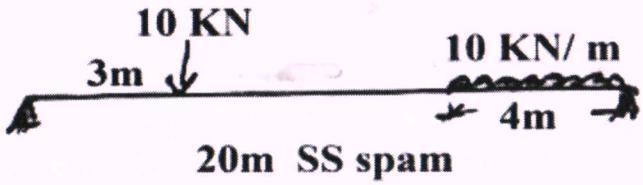

Fig . 5
Q.5 Sketch the influence line diagram for (a) Reactions at Support A, & (b) Influence Lines for BM at mid span, for a 20 m simply supported span. Using these two Influence Line Diagrams, calculate the Reactions at support A and the mid-span BM for the static load combination as shown in Fig.5.